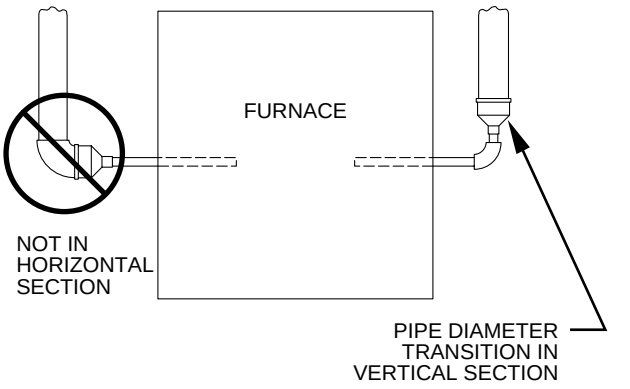

**Fig. 33—Combustion-Air and Vent Pipe Diameter Transition Location and Elbow Configuration**
**NOTE:** Furnace combustion-air and vent pipe connections are sized for 2-in. pipe. Any pipe size change should be made outside furnace casing in vertical pipe. (See Fig. 33.) This allows proper drainage of vent condensate.